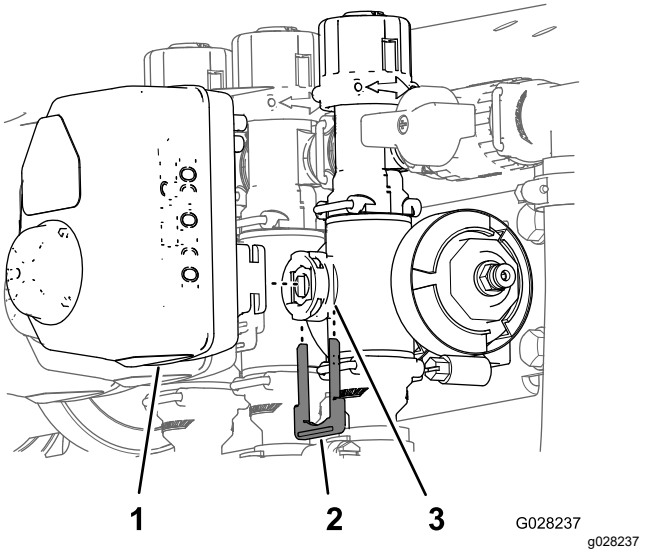

Figura 3
1. Retire o retentor que fixa o acionador à válvula do coletor para válvula de secção ou válvula de agitação (Figura 3).